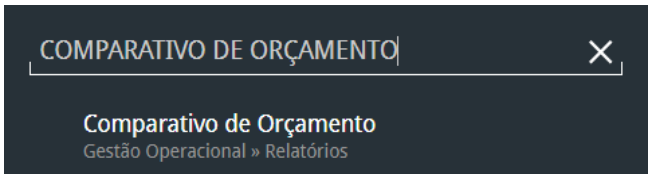

Figura 413: Caminho
2. Digite **Comparativo de Orçamento** na barra de pesquisa (Figura 413) e selecione o resultado correspondente.